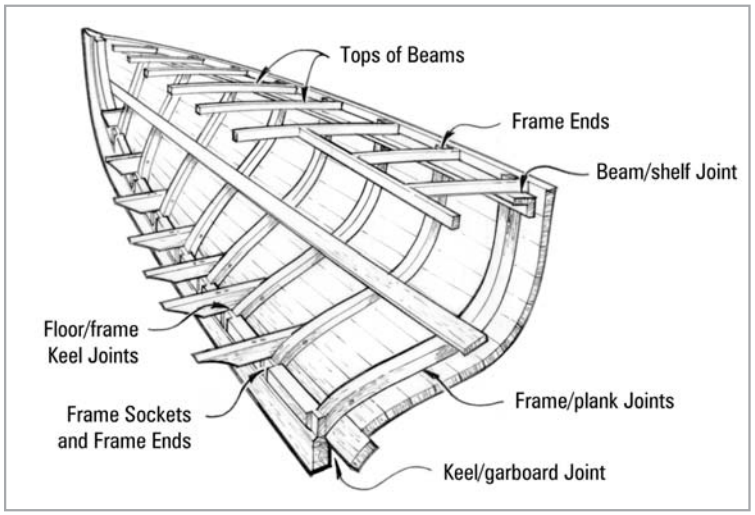

Figure 2-4 *Look for dry rot at joints and areas of standing water and poor air circulation.*
4. Inspect each structural member and its fasteners to see if they can still carry their intended load. Use an ice pick or other sharp tool to probe for areas of dry rot. Look for rot in areas of poor air circulation, where parts contact each other and around fasteners. If the damage is from an impact or fatigue, look for cracked frames or loose fasteners away from the obviously damaged area *(Figure 2-4)*.